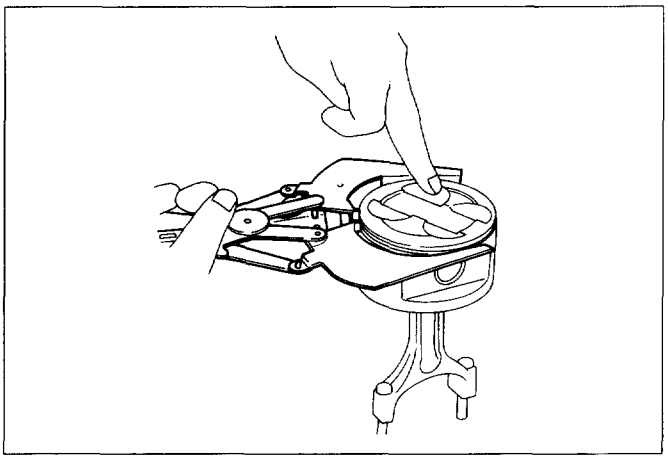

Fig. 6A-89
9. **Piston pin (Fig. 6A-90)**